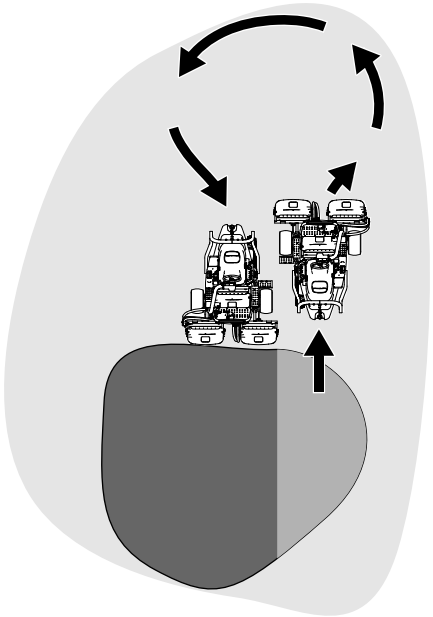

Figuur 28
6. U kunt de werktijd bekorten en de machine eenvoudiger voor de volgende maaibaan opstellen door de machine een ogenblik in de tegenovergestelde richting te draaien en daarna in de richting van het ongemaaide deel. Met zo'n druppelvormige bocht (Figuur 28) kunt u de machine snel in positie brengen voor uw volgende maaibaan.